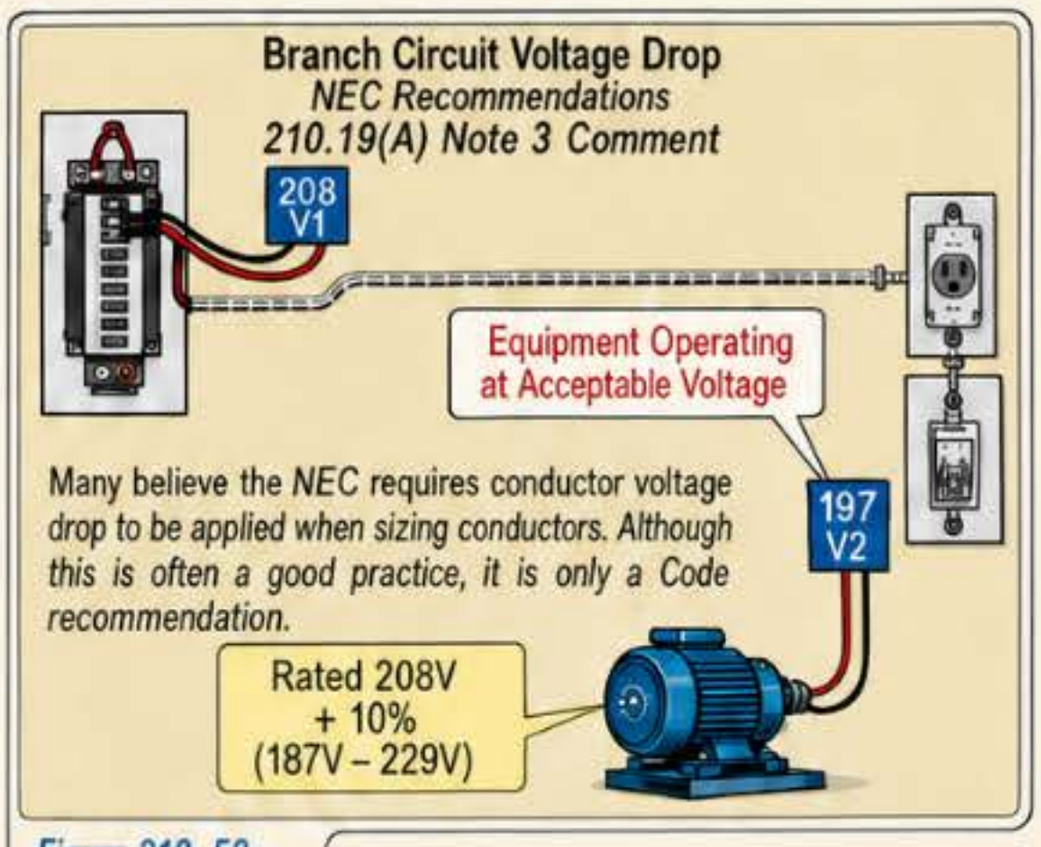

Figure 210–58
(1) General. Branch-circuit conductors mmust be sized to carry at least the largest of the calculations contained in (a) or (b) and comply with the equipment termination provisions of 110.14(C). *Figure 210–59*